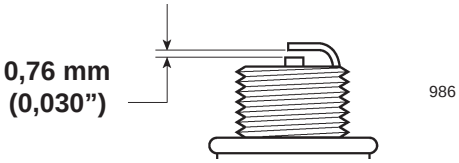

Figuur 32
4. Stel de elektrodenafstand van de nieuwe bougie in zoals afgebeeld in figuur 32.